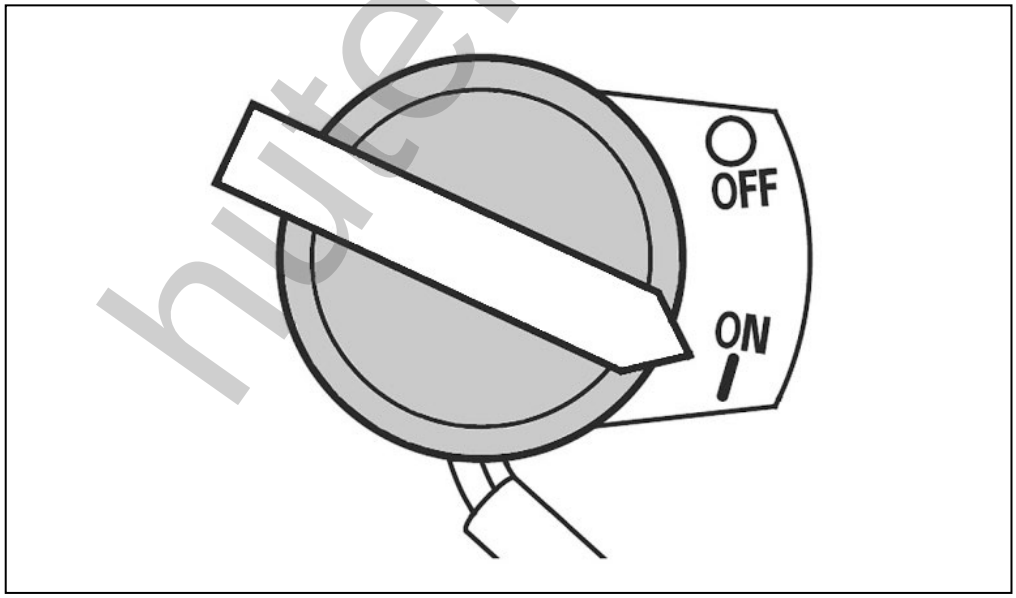

Рис. 13. Положения рычага газа.
5. Переведите выключатель зажигания в положение «ON» (Включено) (Рис. 13).
При возникновении непредвиденной ситуации в работе с виброплитой и срочной необходимостью ее выключения переведите выключатель зажигания двигателя в положение «OFF» (Выключено) (Рис. 13).
4. Переведите выключатель зажигания в положение «OFF» (Выключено). (Рис. 13).